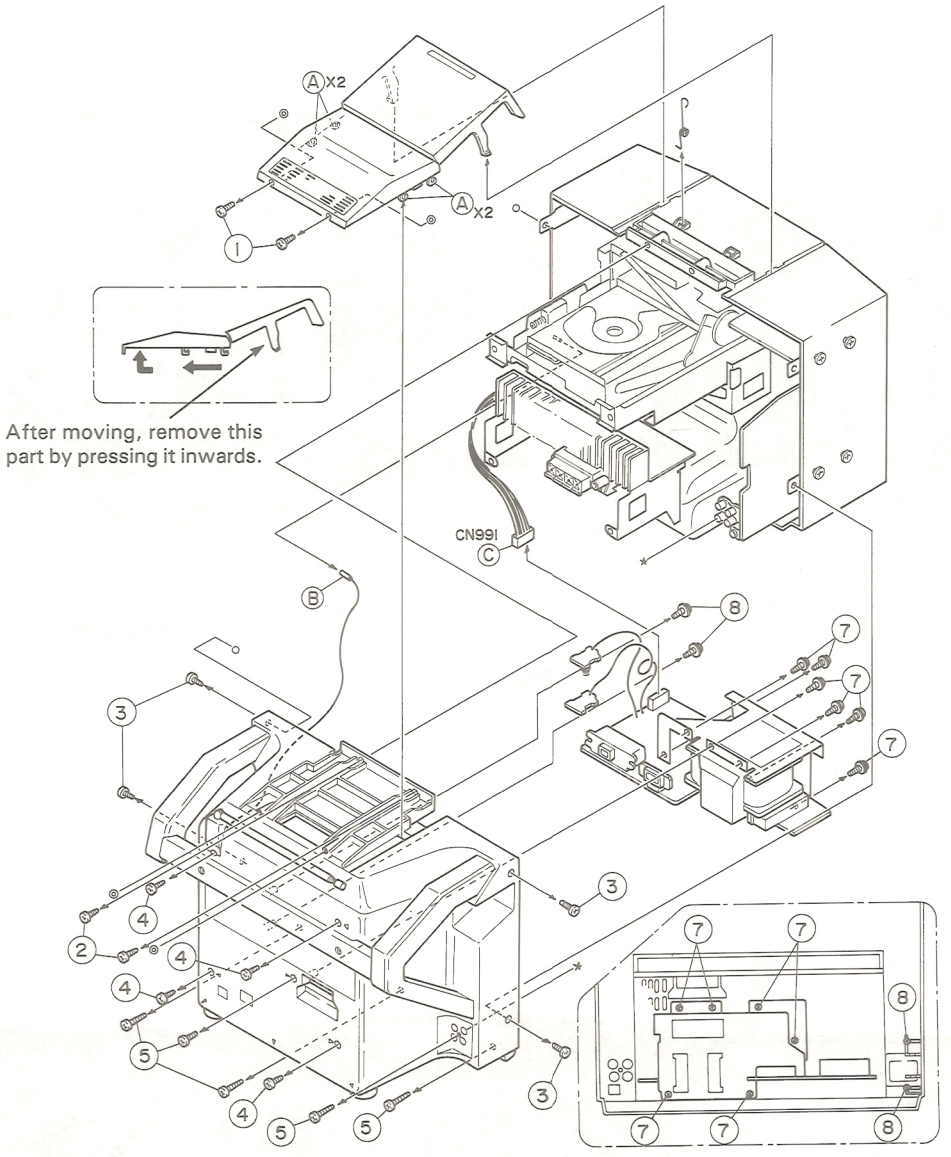

Fig. 7-1
2. Remove the two screws ① behind the CD changer's top cover.
3. Pressing the top cover backward and raising it upward as shown in Fig. 7-1 will disengage the four left and right pawls Ⓐ and enable the top cover to be removed. The CD door can be disengaged from the front cabinet by pressing its left and right Ⓟ parts while pressing it backward.
4. Remove the two screws ② retaining the upper parts of the front and rear cabinets.
5. Remove the four screws ③ retaining both sides of the rear cabinet. (The places indicated with triangular symbols.)
6. Remove the nine screws (screw ④ ×4, screw ⑤ × 4) retaining the rear cabinet, also remove one screw ⑤ retaining the PIN jack for CD OUT/PHONO IN.